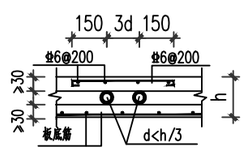

图7.1.13. 预埋管处附加钢筋
7.1.12 板内有预埋管线通过时，管外径d应≤板厚的1/3，当管线顶面无板面钢筋网时，应沿管线顶部的板面内铺设⌀6@200x200的钢筋网带，最外排预埋管中心至钢筋网带边缘水平距离为150，详见图7.1.13。板内预埋管线原则上不许交叉，若无法避免时，应与结构设计者联系，另行处理。